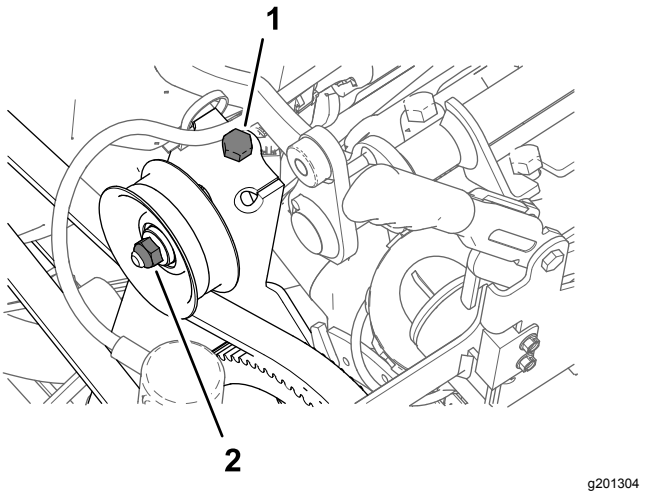

Figuur 178
1. Draai de moer voor de as van de spanpoelie los (Figuur 178).
2. Draai de spanbout van de riem om de spanning van de riem van de spuitpomp te halen (Figuur 178).